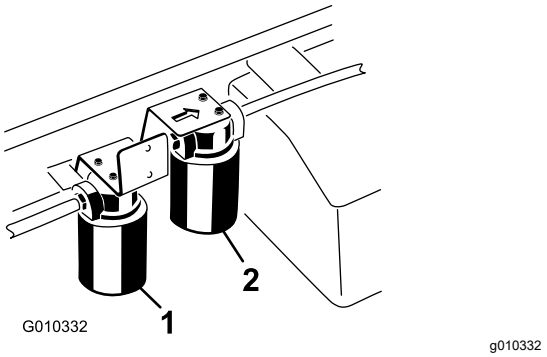

Figura 71
5. Coloque un recipiente debajo del filtro y retire el filtro (Figura 71).
4. Limpie la zona de montaje del filtro hidráulico de alto caudal (Figura 71).